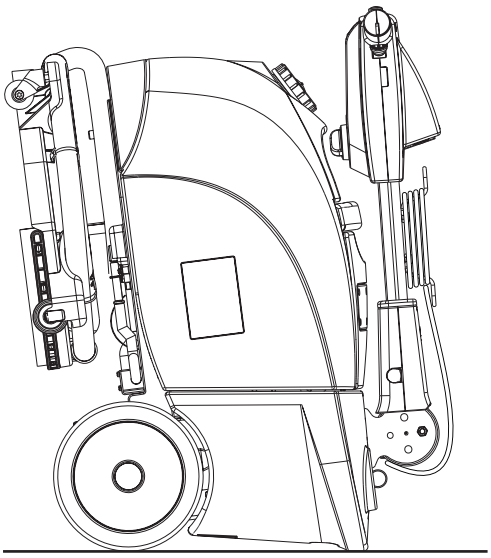

**Figure 4**
2. Ouvrir le couvercle (4) et débrancher le connecteur (7) de la batterie.
4. Pour mieux sauvegarder la brosse et les lamelles en caoutchouc de l'embouchure, plier le guidon (2) et garer la machine comme indiqué dans la figure 4.